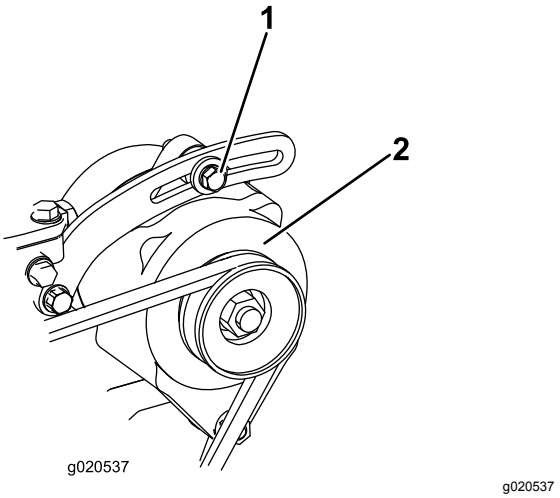

Figur 87
1. Hvis du ikke kan trykke den ned 10 mm, løsner du monteringsboltene for generatoren (Figur 87).